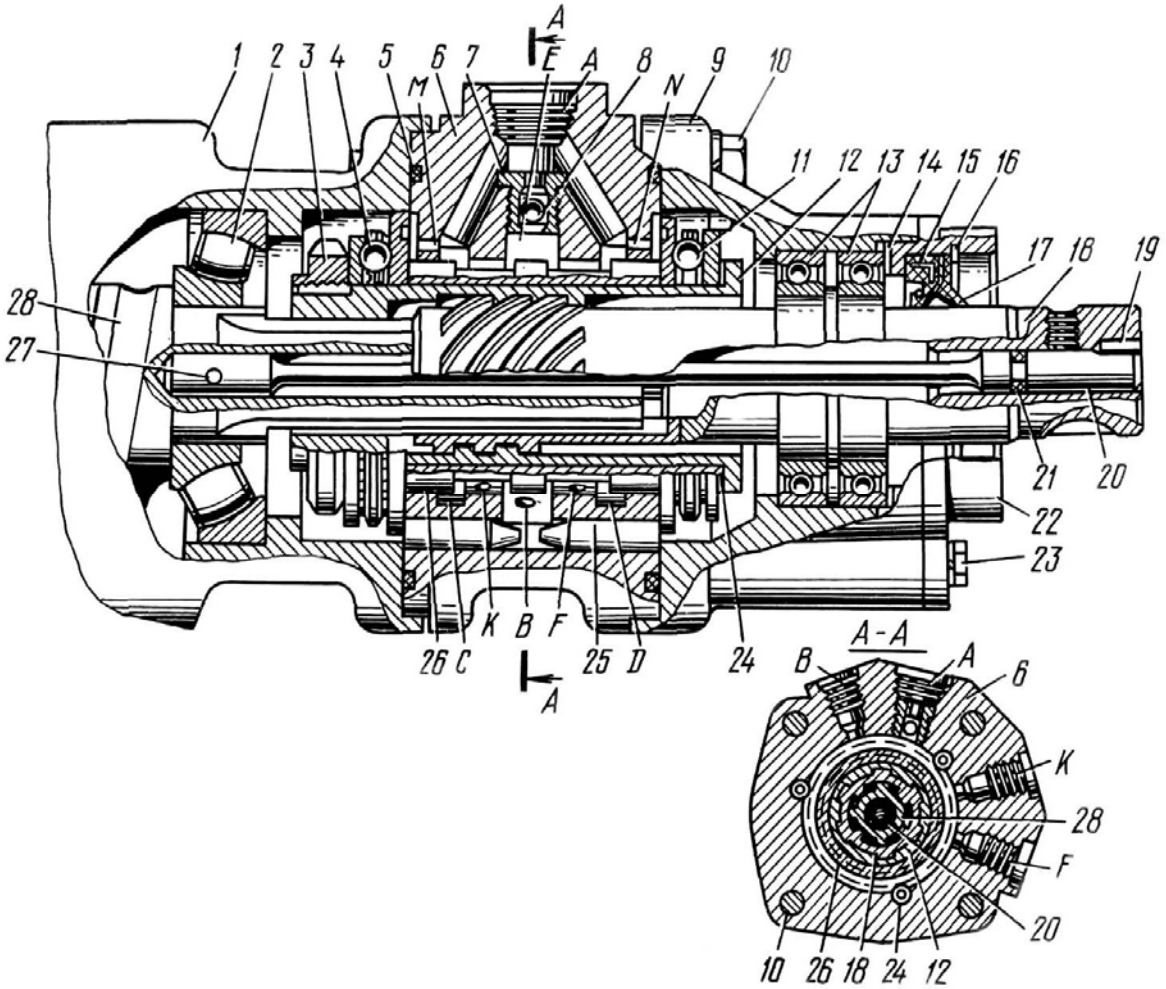

Рис.70. Распределитель рулевого механизма:
Средняя расточка соединена с каналом для подвода рабочей жидкости от насоса, а крайние – с каналом для отвода жидкости на слив. В трех реактивных камерах корпуса размещены плунжеры 25 (см. рис.70), которые могут в нем свободно перемещаться.
2. Отверните болты 10 (рис.70) крепления распределителя к картеру 1 рулевого механизма.
Примечание. Рекомендуется перед снятием распределителя нанести метки взаимного расположения картера 1 (см. рис.70) рулевого механизма, корпуса 6 распределителя и его крышки 9.
7. Извлеките из крышки 9 (см. рис.70) вал 18 в сборе с подшипниками 13. Спрессуйте с вала 18 подшипники 13.
18. Выбейте штифт 27 (см. рис.70) крепления торсиона 20 и извлеките из винта 28 торсион.
2. Установите во внутреннюю полость винта 28 (см. рис.70) торсион 20, совместите их отверстия и запрессуйте штифт 27.
12. Установите в корпус 6 (см. рис.70) распределителя реактивные плунжеры 25 и вверните обратный клапан 7.
19. Установите распределитель 6 (см. рис.68) в картер 3 рулевого механизма по меткам, нанесенным при разборке. При этом круговые пазы в торсионе 20 (см. рис.70) и на входном валу 18 должны совпадать.
3. Поворотом входного вала 18 (см. рис.70) совместите метку на торце вала зубчатого сектора с меткой на сошке, наденьте сошку на шлицы вала сектора и закрепите ее.
4. Подсоедините вилку карданного вала 10 (рис.67) к входному валу 18 (см. рис.70), предварительно установив шпонку, и заверните в вилку стяжной болт.